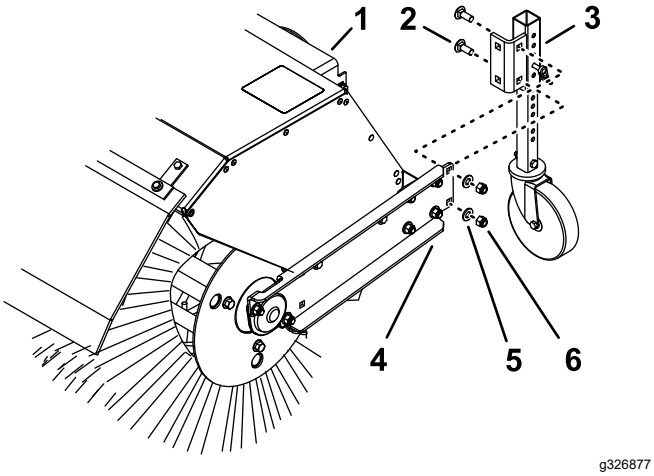

**Figure 21**
Lorsque vous travaillez dans la neige, faites passer les roues pivotantes de l'avant du bras de la brosse à l'arrière du capot de la brosse (Figure 21).
2. Retirez les 2 contre-écrous, les 2 rondelles et les 2 boulons de carrosserie (Figure 21) qui fixent le support de la roue pivotante sur le bras de la brosse.
3. À l'arrière du capot de la brosse, alignez les trous du support de la roue pivotante et les trous sur le côté intérieur du bras de la brosse (Figure 21).
4. Fixez le support de la roue pivotante sur le bras de la brosse avec les 2 contre-écrous, les 2 rondelles et les 2 boulons de carrosserie (Figure 21).